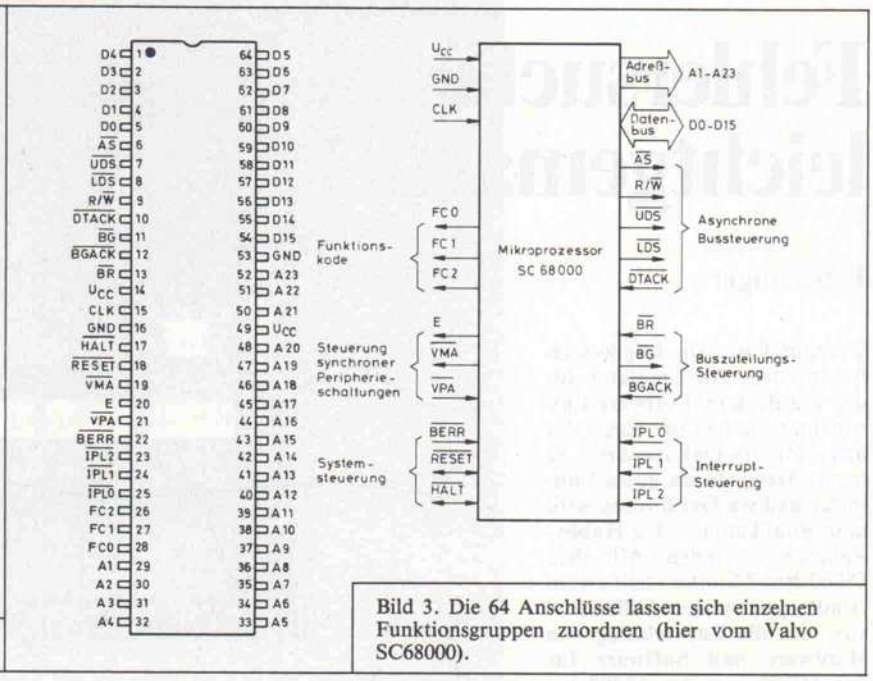
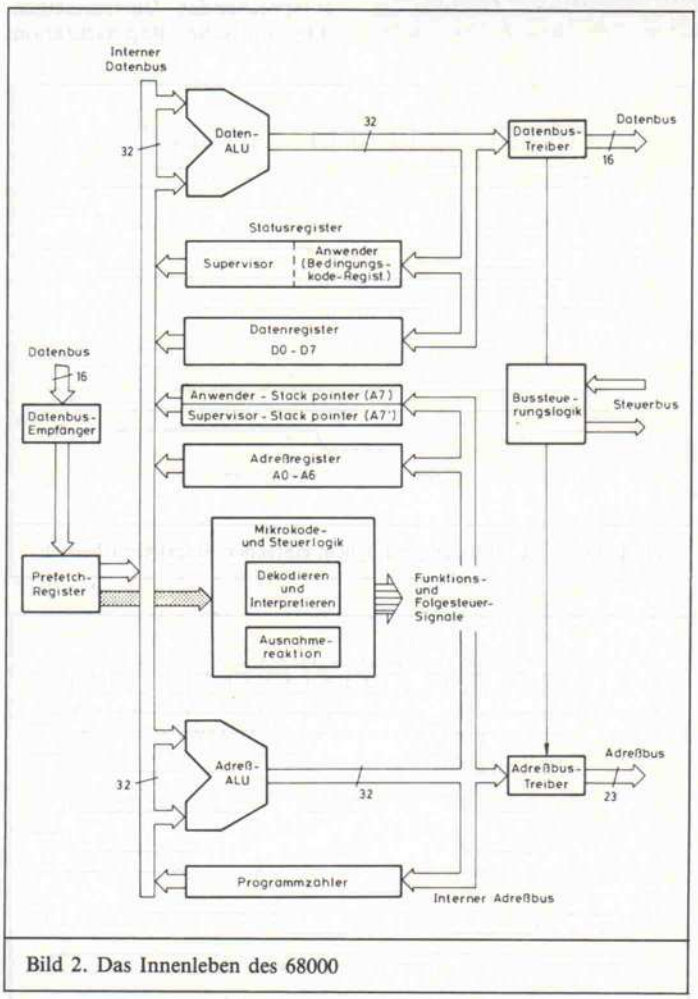

Bild 3. Die 64 Anschlüsse lassen sich einzelnen Funktionsgruppen zuordnen (hier vom Valvo SC68000).
Bild 2. Das Innenleben des 68000
In Bild 2 ist die Hardware-Architektur des 68000 dargestellt. Bild 3 zeigt die Anschlußbelegung des am meisten verbreiteten 64poligen DIL-Gehäuses und Zuordnung der Anschlüsse zu den einzelnen Funktionsgruppen.
Der 16 Bit breite Daten- und der 23 Bit breite Adreßbus sind im Gegensatz zum 8086 einzeln herausgeführt, also nicht gemultiplext. Die Signale 'Asynchrone Bussteuerung' dienen der Übertragung der Daten auf dem Bus. Bild 2 im Monitor-Artikel zeigt das zeitliche Zusammenspiel der Signale. Address Strobe (AS) zeigt an, daß eine gültige Adresse auf dem Bus liegt. R/$\overline{W}$ (Read/Write) bestimmt, ob der Zyklus ein schreibender oder ein lesender Zugriff ist. Upper-Data-Strobe ($\overline{UDS}$) und Lower-Data-Strobe ($\overline{LDS}$) legen fest, auf welcher Datenbushälfte die Übertragung stattfindet (Tabelle 1). Das Handshake-Signal Data-Transfer-Acknowledge ($\overline{DTACK}$) erwartet die CPU von der Peripherie. Beim Lesezugriff (R/$\overline{W}$ ist high) zeigt es an, daß die auf dem Bus liegenden Daten von der CPU gelesen werden können . Beim Schreibzyklus signalisiert es, daß die Peripherie die Daten von der CPU übernommen hat.
Ist soweit alles in Ordnung, kann man jetzt die Adapterplatine mit der CPU anschließen — mit Schalter S5 auf Stellung Einzelschritt. Mittels Taster T2 sollte man noch mal zur Sicherheit ein Reset geben. Wenn Sie jetzt den Taster T1 betätigen, führt die CPU — wenn alles o.k. ist — den ersten Befehl aus. Nach jedem Reset liest die CPU von den Adressen 000000 und 000002 den Stackpointer ein und von den Adressen 000004 und 000006 den Reset-Vektor. Danach springt der 68000 zu der Adresse, die er von den Adressen 04 und 06 gelesen hat. Diese Befehle muß die CPU auf jeden Fall ausführen, wenn nicht, hat sie wahrscheinlich kein ordentliches RESET erhalten (mindestens vier Clock-Zyklen lang low, bei Power On 100 Millisekunden zusammen mit HALT auf Low). Den Startvorgang muß man auf dem Bus-Monitor verfolgen können. Stimmen die Adressen auf der Anzeige nicht, so muß man den Weg der Adreßleitungen von der CPU bis zur Karte verfolgen. Welche Daten dabei gelesen werden müssen, hängt vom jeweiligen System ab. Ansonsten sollte man zum Testen ein kleines Programm schreiben, das dann mit dem Bus-Monitor verfolgt wird. Bild 3 zeigt ein Testprogramm und den Verlauf des Programmes, wie er sich auf der Karte zeigt.
Bild 3. So können Sie den Ablauf von Programm 1 mit der Bus-Monitor-Karte verfolgen. Man erkennt sehr gut die Befehlsholzyklen, die Befehlsausführungen und den Prefetch-Mechanismus des 68000.